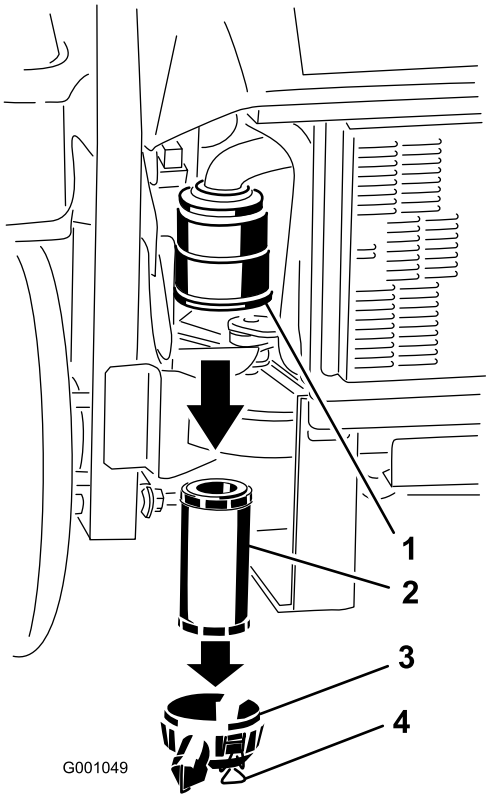

Figur 32
3. Åbn låsene på luftfilteret, og træk luftfilterdækslet af luftfilterhuset (Figur 32).
5. Skub forsigtigt filteret ud af luftfilterhuset (Figur 32). Undgå at ramme husets side med filteret.